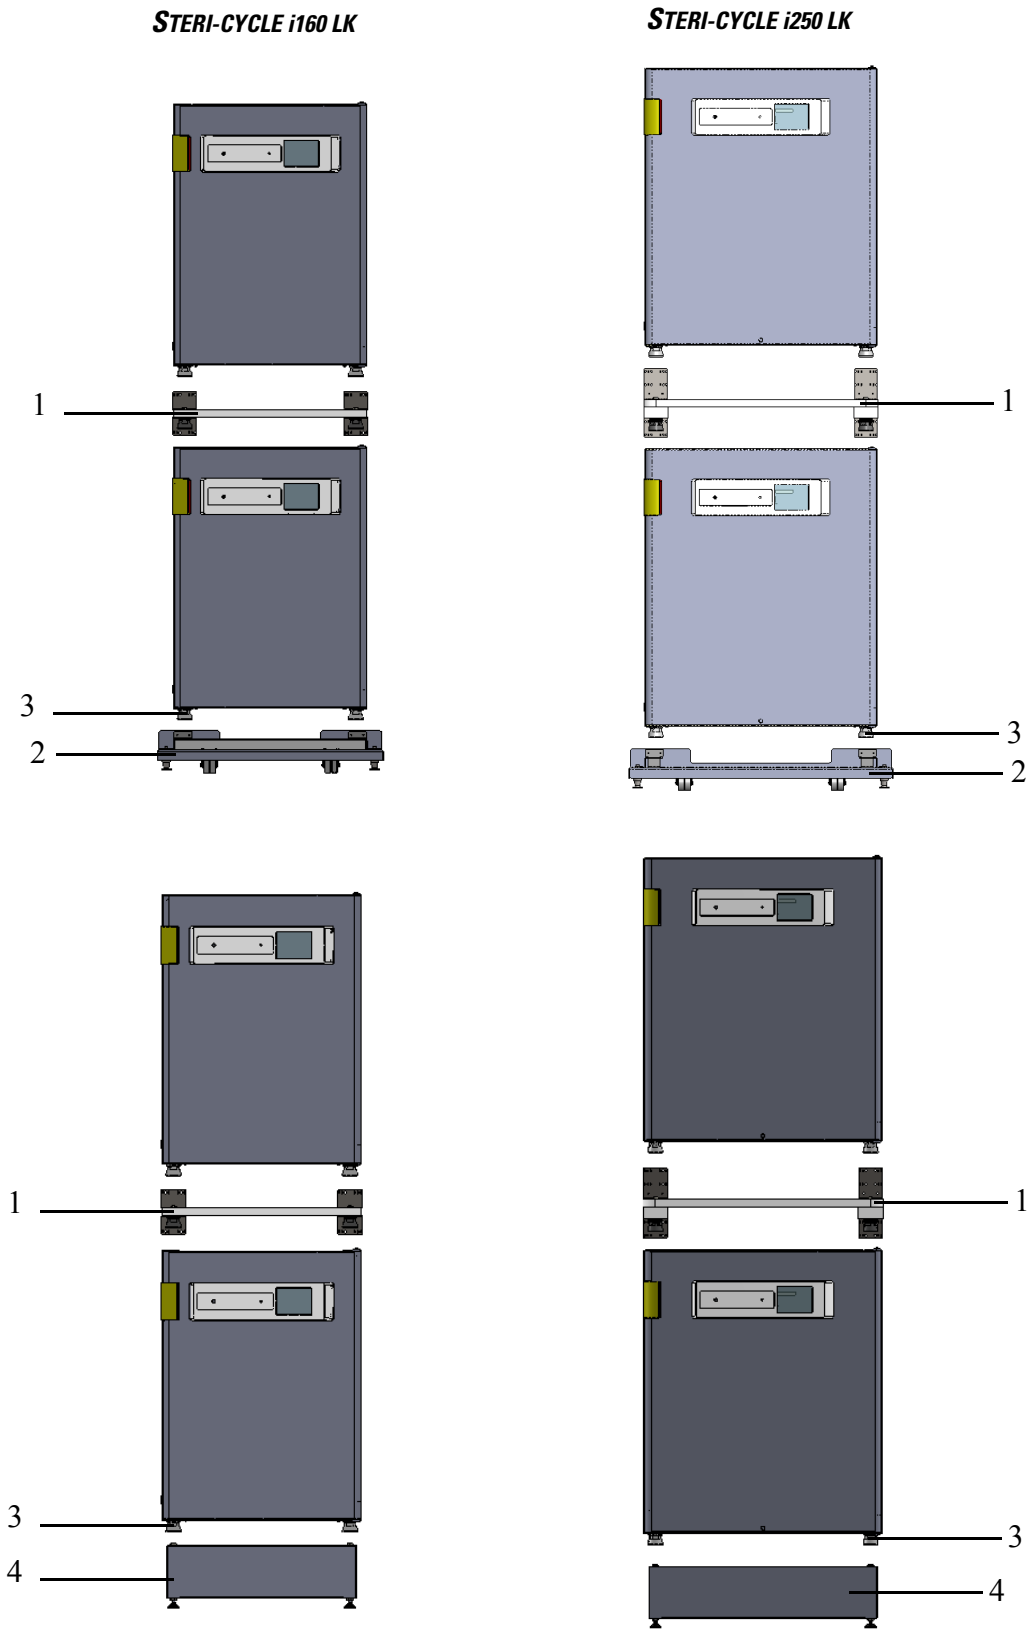
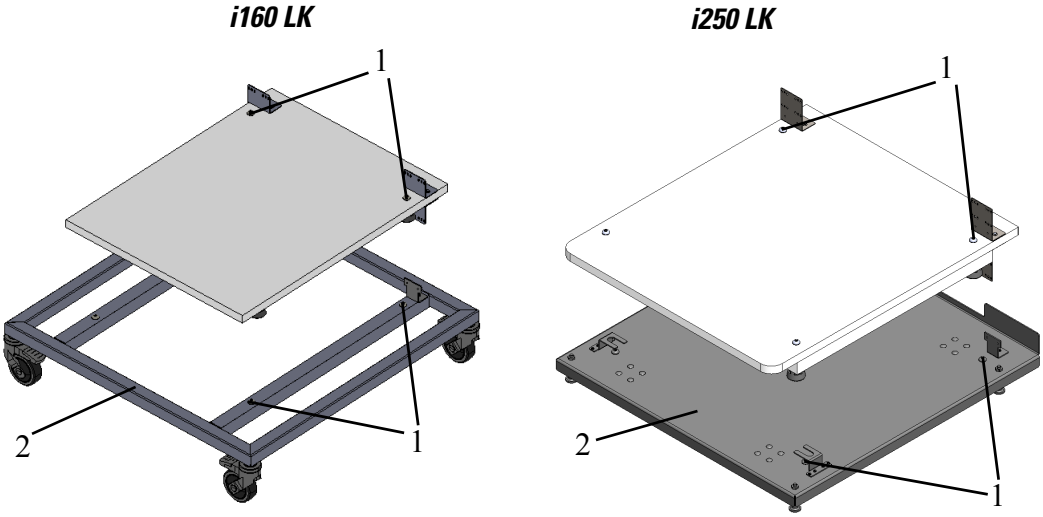
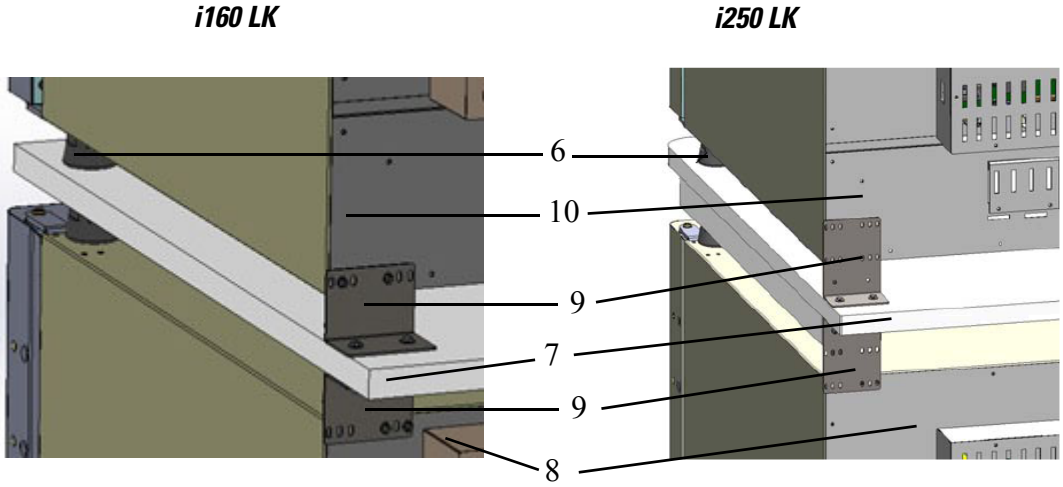

图 2-3. 叠放设备
图 2-4. 带叠放元件的叠放框和底架
图 2-5. 用螺丝将适配板和下面的设备相固定。
STERI-CYCLE i160 LK / ***STERI-CYCLE i250 LK***培养箱只允许叠放2个同样机型的设备。 在叠放两台设备时，要采用作为可选项供货的堆叠适配器 (1/ 图 2-3)。
作为可选项，可以提供使设备可以移动的活动底架 (2/ 图 2-3)。 在活动底架的滚轮配备有固定制动器。
作为替代方案，其他不带脚轮的支撑架 （4/ 图 2-3）也可用来叠放两台设备。
1. 将下面设备的机脚 (3/ 图 2-3) 安放到叠放元件 (1/ 图 2-4) 上，后者位于活动底架 (2/ 图 2-4) 的上面。
2. 带有设备支架的定位装置 (7/ 图 2-5) 的下面放到下面设备的机盖上 (8/ 图 2-5)。
3. 将连接片 (9/ 图 2-5) 上的开孔在适配板 (7/ 图 2-5) 的两边和下面设备 (8/ 图 2-5) 的后壁上的开孔对齐。
4. 使用两颗螺钉将带有连接片 (9/ 图 2-5) 的叠放适配器 (7/ 图 2-5) 固定到下部装置 (8/ 图 2-5) 的后壁上。对后壁的另一角重复这一过程。
5. 将叠放设备的机脚 (6/ 图 2-5) 放到位于适配板上面的叠放元件 (1/ 图 2-4) 上。
6. 使用两颗螺钉将带有连接片 (9/ 图 2-5) 的叠放适配器 (7/ 图 2-5) 固定到上单元 (10/ 图 2-5) 的后壁上。对后壁的另一角重复这一过程。